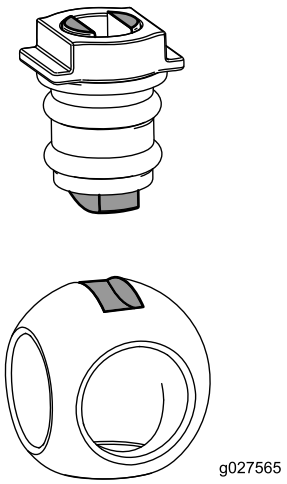

Figur 114
6. Sett kulen inn i ventilkroppen (Figur 114).
Merk: Ventilstammen skal passe i kuledrivhakket. Hvis ventilstammen ikke passer, må du bevege på kulen (Figur 114).